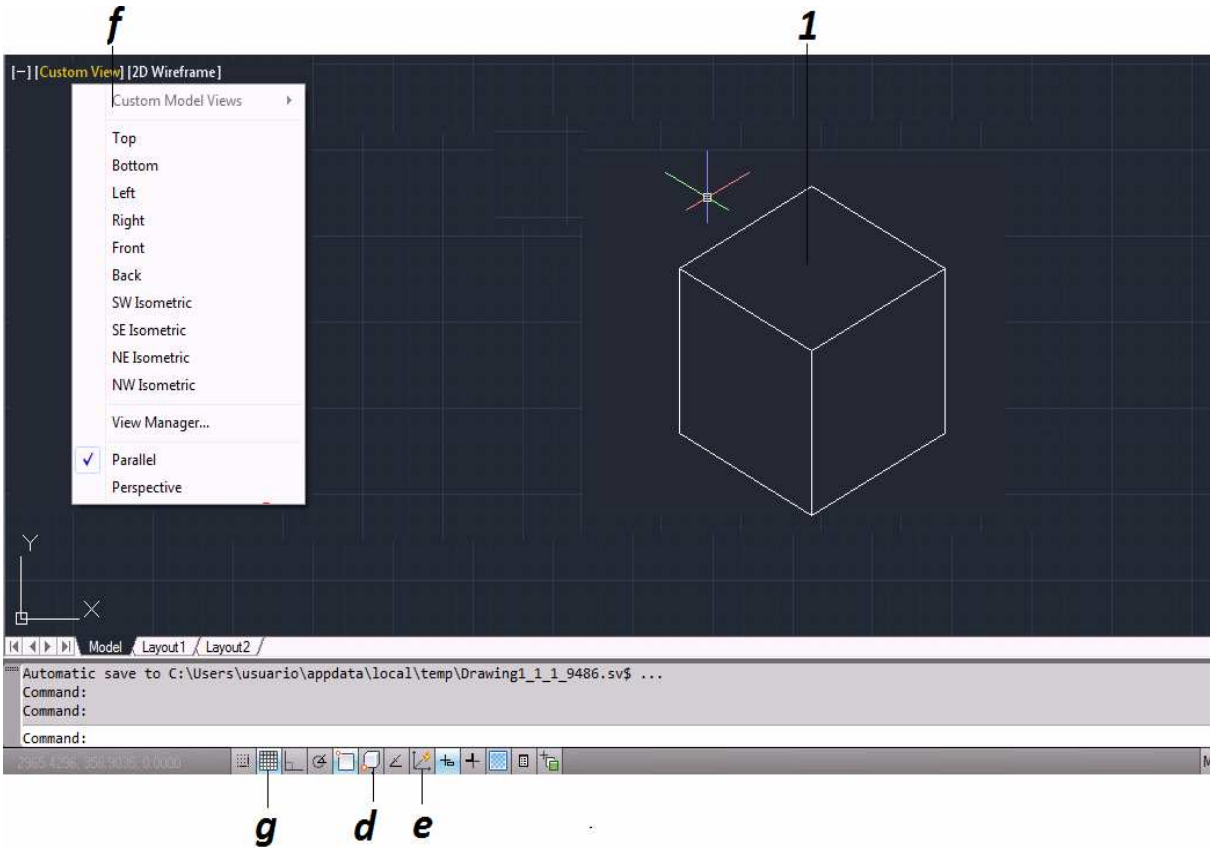

Figura 3.6. Teclas de función
d. **3D OSNAP – 3DREFERENT [F4]:** esta es La Referencia a *Objetos 3D (3D Object Snap)* la cual es parecida a la herramienta *Snap* solo que en esta ocasión se hará referencia solo cuando se tengan objetos en 3D, se ubica en la línea de estado *(figura 3.6) (Nota: en este manual no se utilizara)*
e. **ISOPLANO – ISOPLANE [F5]:** Cuando se activa esta herramienta permite trabajar en tres planos, desde arriba, isoplano derecho e isoplano izquierdo, para intercambiar planos se utiliza F5. Para poder trabajar de esta forma *(figura 3.6)* solo se activa la vista isométrica, la cual se encuentra en la barra de etiquetas, clic en custom view se selecciona cualquiera de las 4 que son SW Isometric, SE Isometric, NW Isometric y Ne Isometric *(figura 3.6 "1")*.
f. **UCSDETECT – UCSDETECT [F6]:** SISTEMA DE COORDENADAS DINAMICA se activa con F6 o presionando el icono en la parte inferior en la línea de estado *(figura 3.6)*. Esta cambia el plano de trabajo al acercar el puntero a alguna de las caras deseadas.
g. **REJILLA – GRID [F7]:** Es una cuadricula la cual en algunas ocasiones sirve de referencia, también se localiza en la línea de estado *(figura 3.6)*.